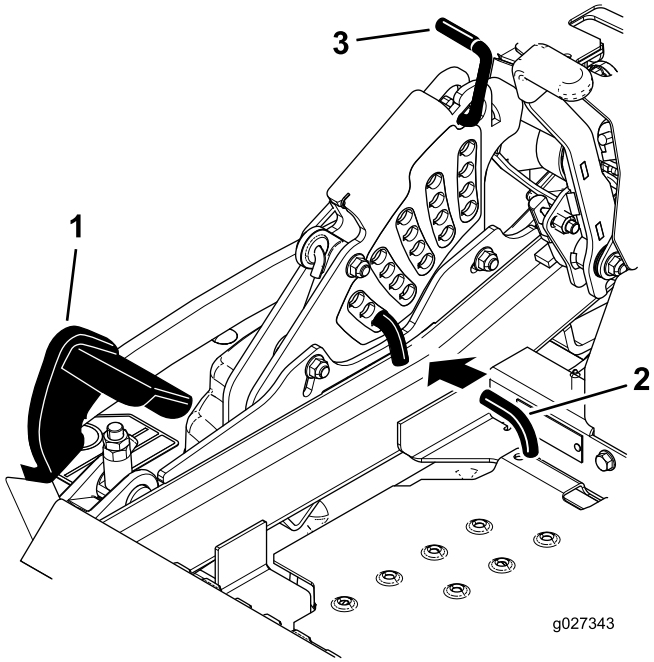

Figuur 87
5. Druk het voetpedaal helemaal in en het maaidek wordt vergrendeld in de transportstand van 14 cm (Figuur 87).